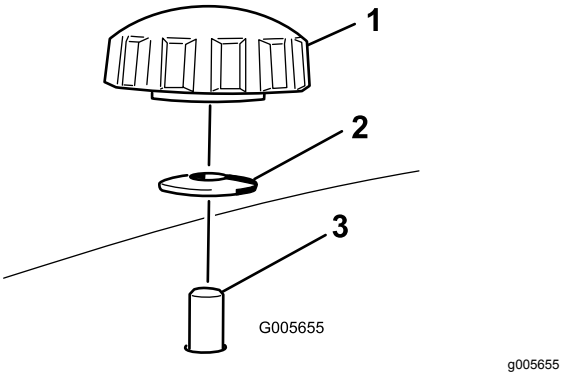
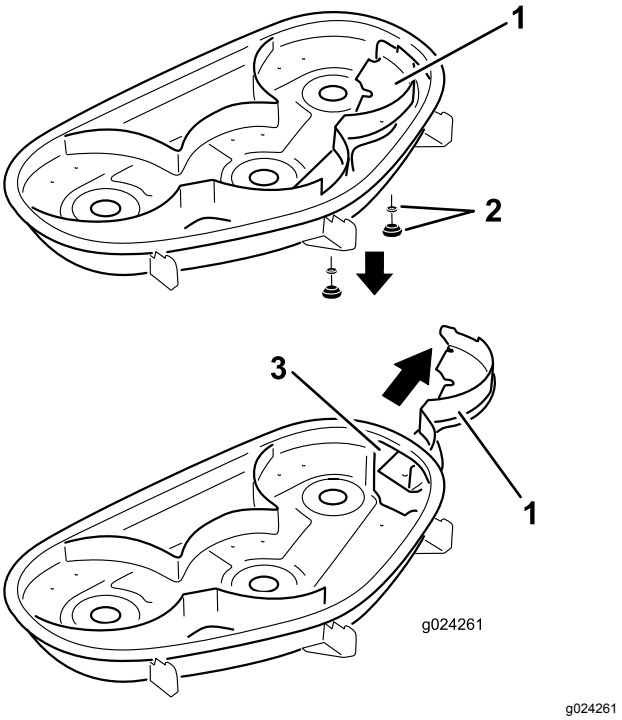

**Figur 26**
**Figur 27**
4. Afmonter de to skruer og buede skiver, der fastgøre højre skærm til plæneklipperen (Figur 26).
5. Afmonter højre skærm, og sænk græsdeflektoren over udblæsningsåbningen (Figur 26 og Figur 27).
5. Skub højre skærm under plæneklipperskjoldet, og fastgør den med to knapper og buede spændeskiver (den buede side mod plæneklipperen), som vist i Figur 26 og Figur 27.